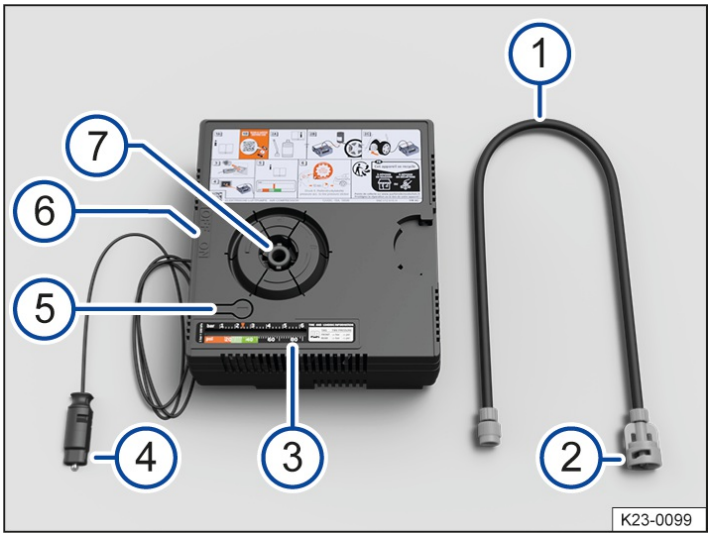
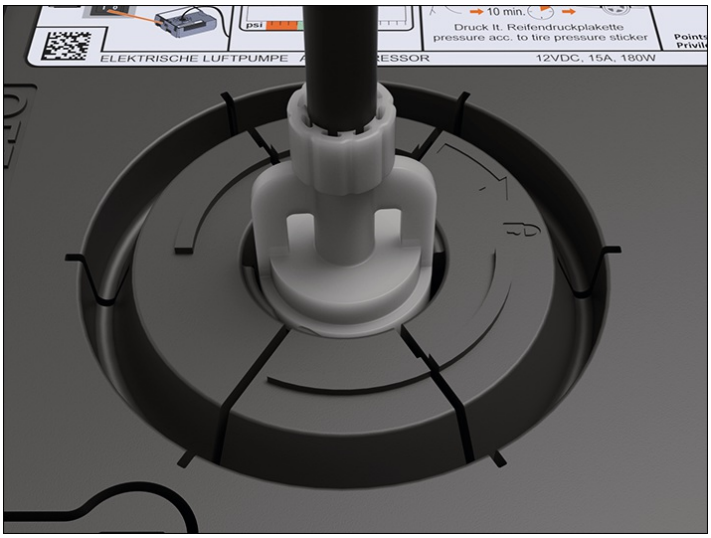

Fig. 2 Compressor in the tire mobility set (general example).
Fig. 3 Attach the tire inflation hose.
1. Remove the tire inflation hose → *fig. 2* (1) from the rear of the compressor.
2. Insert the tire inflation hose → *fig. 2* (1) with the wing nut (2) into the holder for the tire inflation hose (7) so that the wing nut points to 🔓.
3. Turn the wing nut → *fig. 2* (2) clockwise until the wing nut points to 🔒 → *fig. 3*.
4. Screw the tire filler hose → *fig. 2* (1) of the compressor firmly onto the tire valve.
6. Insert the 12-volt plug → *fig. 2* (4) into a 12-volt-socket in the vehicle *(→ Sockets)*.
7. Switch the compressor on with the ON and OFF switch → *fig. 2* (6).